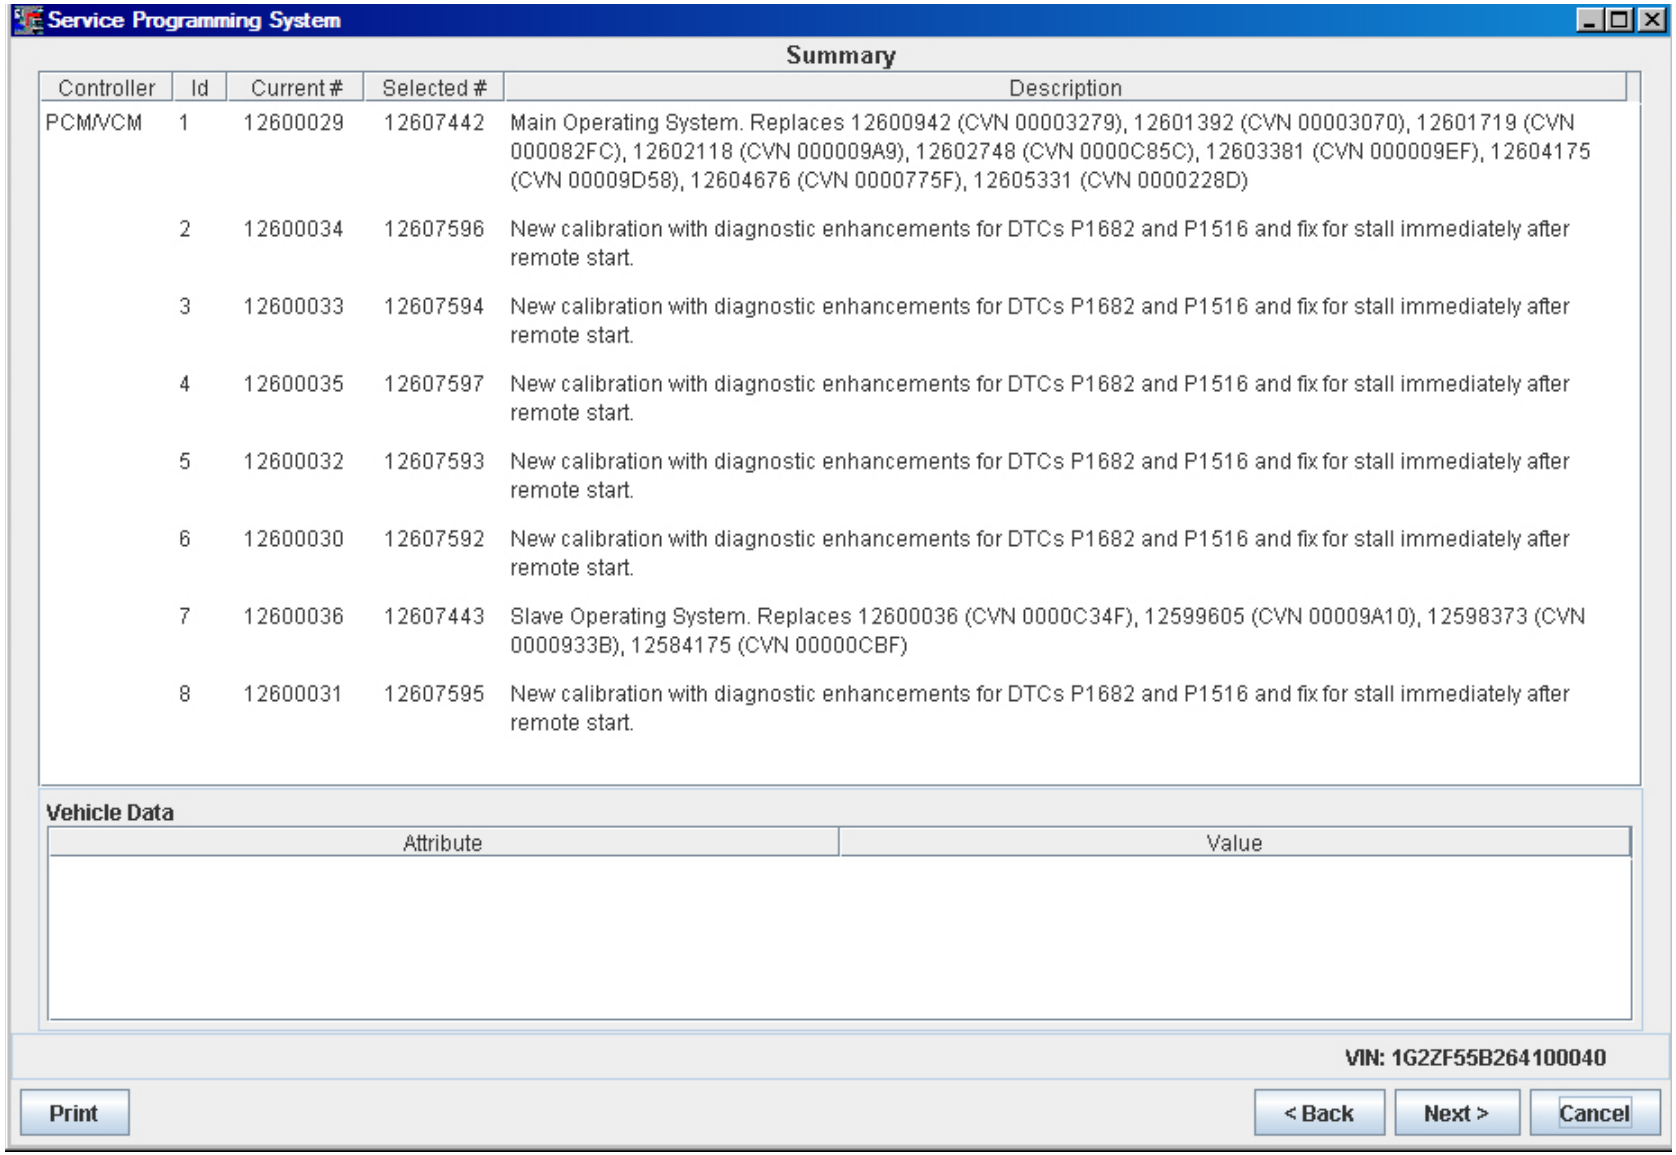

FIGURE IV-19.
- The Transfer Data screen appears as reprogramming begins, finishing when the percentage bar reaches 100 percent. Time may vary depending upon calibration. (Figure IV-19). Estimated remaining programming time will appear on the screen.